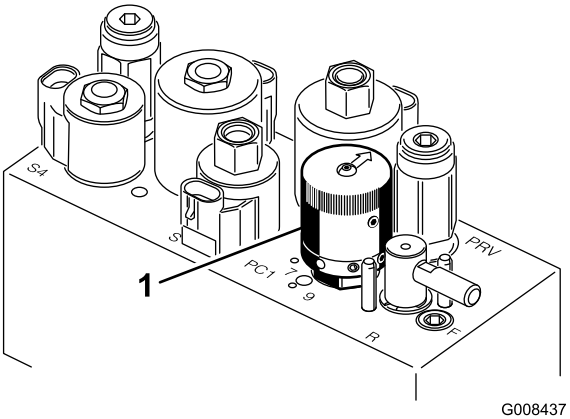

**Figur 30**
4. For å stille inn spolehastigheten, vri knotten (Figur 30) til indikatorpilene er i linje med antallet som angir ønsket innstilling.